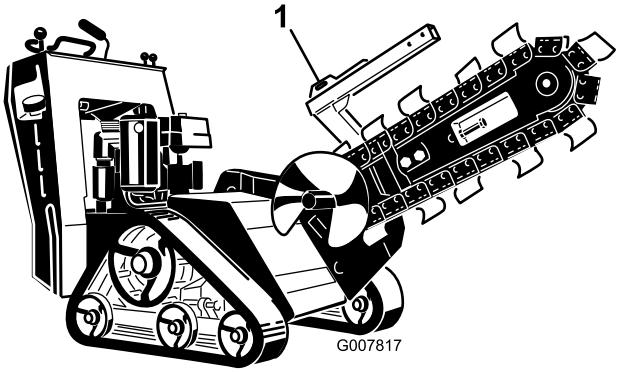
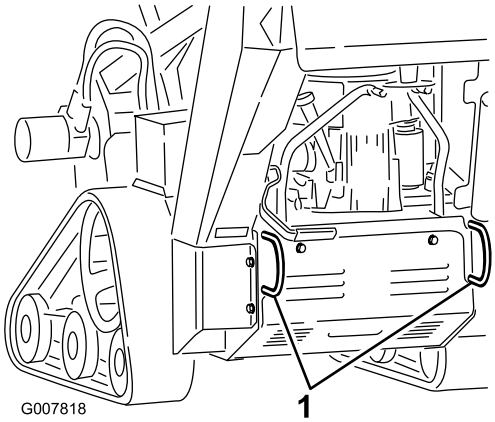

Figur 23
Figur 24
3. Fäst maskinen på släpet med kedjor eller band. Använd fäst-/lyftöglorna på maskinens fram- och baksida (Figur 23 och Figur 24). Kontrollera vilka lokala bestämmelser som gäller för transport på släp.
Du kan lyfta maskinen genom att använda fäst-/lyftöglorna som lyftpunkter (Figur 23 och Figur 24).